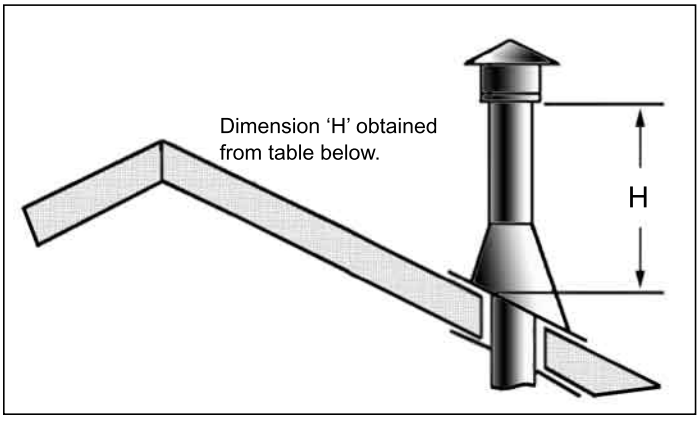

**Figure 24: Height of Vertical Termination; Reference Table 3.**
**STEP 8.** Continue to add pipe sections until the height of the vent cap meets the minimum code requirements. Refer to Figure 24 and Table 3. Note that for steep roof pitches, the vent height must be increased. In high wind conditions, nearby trees, adjoining roof lines, steep pitched roofs, and other similar factors can result in poor draft, or down drafting. In these cases, increasing the vent height may solve the problem.
**Table 3: Minimum 'H' for Figure 24**